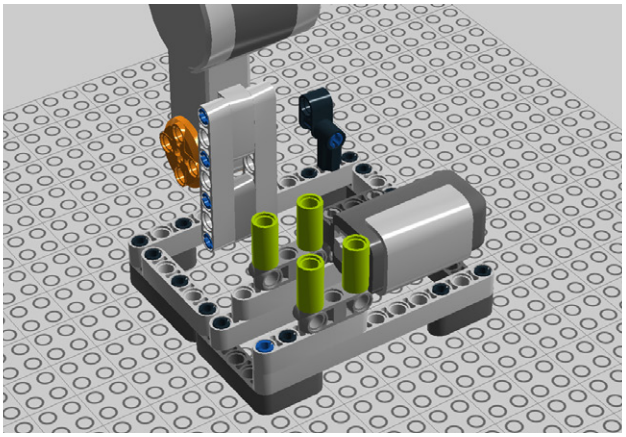

Figure 9-102. *Step 97: Adding tubes*
97. Attach four tubes as shown in Figure 9-102. We're almost done!